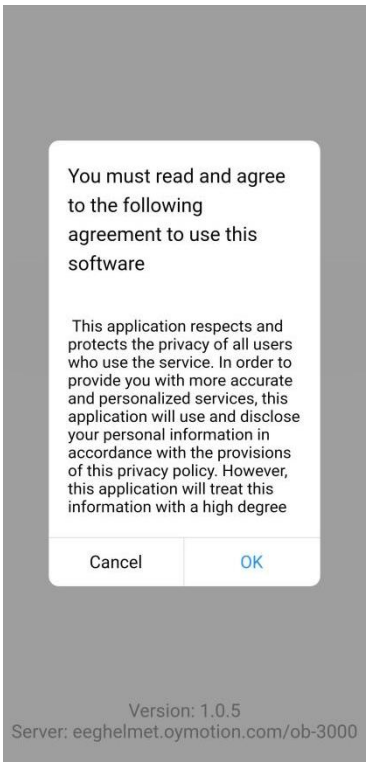

Figure 6.2.2-1
2) Run the EEG Helmet APP , enter the startup page, click OK to enter the device search page, as shown in Figure 6.2.2-1.
3) On the " **Find Devices** " page of the EEG Helmet APP , click the icon to find the device, as shown in Figure 6.2.2-2.Find the OB3000 device in the device list and click